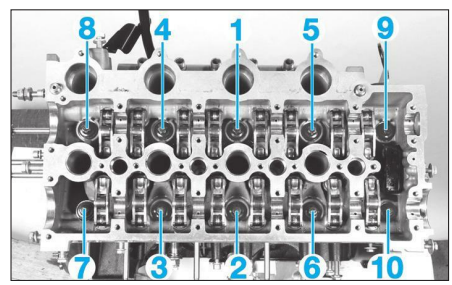

**Fig. 66**
- Serrer les vis de culasse en respectant l'ordre et le couple de serrage **(Fig.66)**.